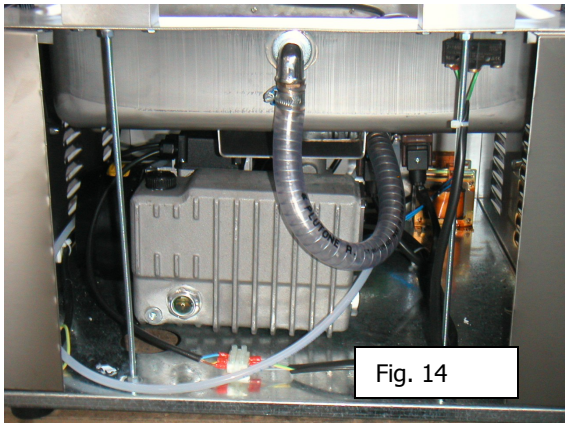

Fig. 14
2. Asportare la carterizzazione come mostrato in fig. 14